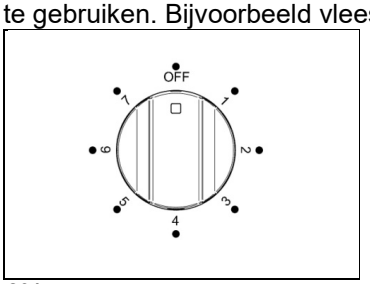

Fig 20A
2. Draai de knop van de grill met de wijzers van de klok mee to maximal 7. (Fig.20A-20B. Het rode thermostat lampje gaat branden. Voor het beste resultaat is het raadzaam de oven 3-5 minuten voor te verwarmen.